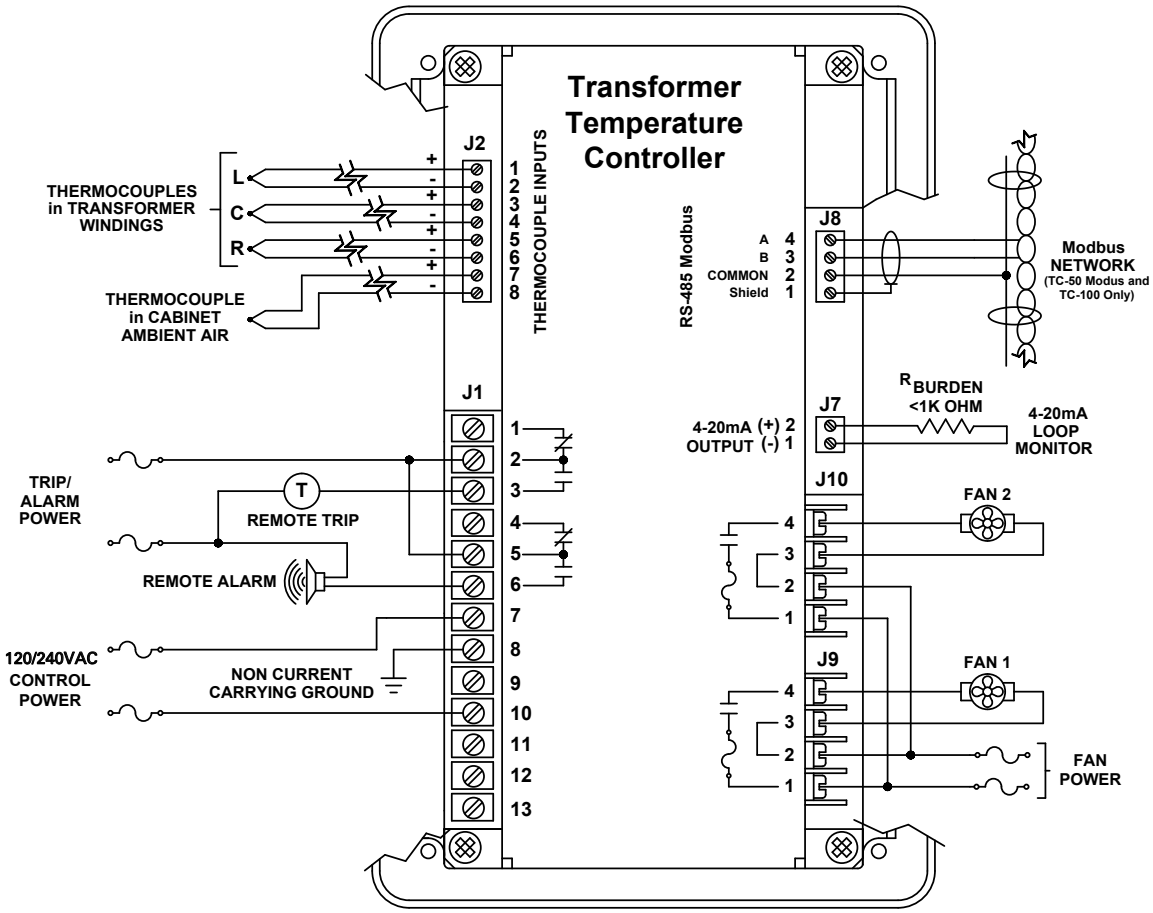

Figure 9, TC - Typical External Wiring Diagram
1. Connect the remote meter or SCADA system to the 4-20mA Output on terminal block J7, shown in Figure 9, TC- Typical External Wiring Diagram, as follows:
1. Connect input power (line or +) for the fan(s) to terminal #1, shown in Figure 9, TC - Typical External Wiring Diagram.